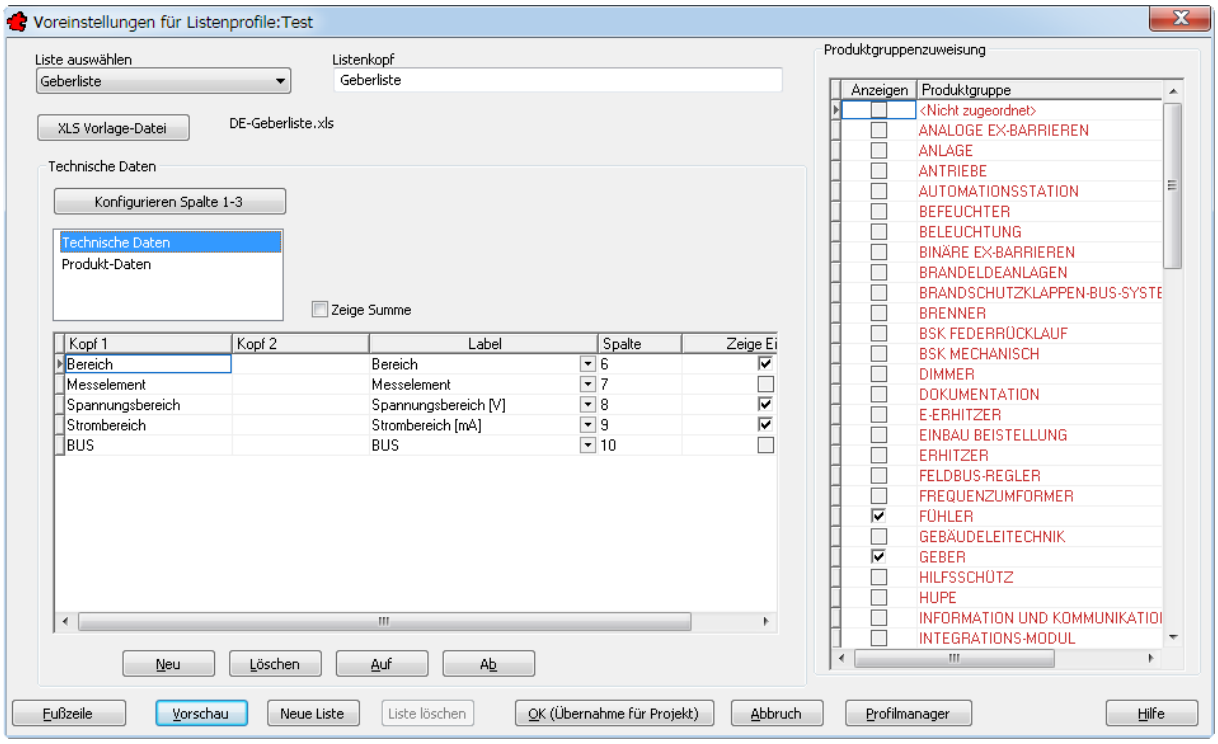

Bild 22.18 – Das neue Listenprofil wird eingerichtet
- Öffnen Sie wiederum die *Voreinstellungen für Listenprofile*. Im Titel steht nach wie vor *Test* (Abb. 22.18).